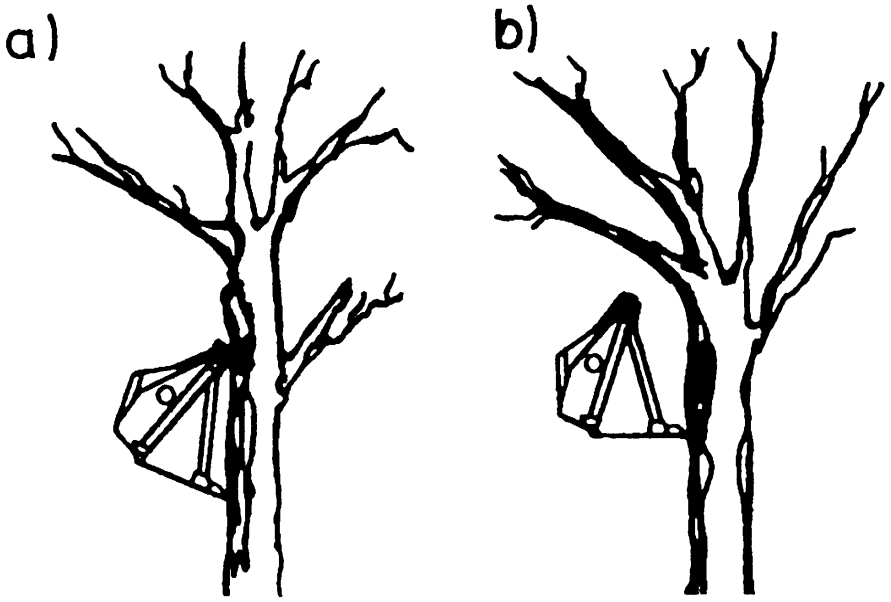

Fig. 4.55. Position of the Bucket When Removing Small Tree
3. When clearing trees, raise the bucket high to gain leverage and make contact gently to reduce possible harm to the operator and loader. The bucket must be positioned with bottom parallel with the ground. DO NOT push with the top of the bucket (Fig. 4.55)